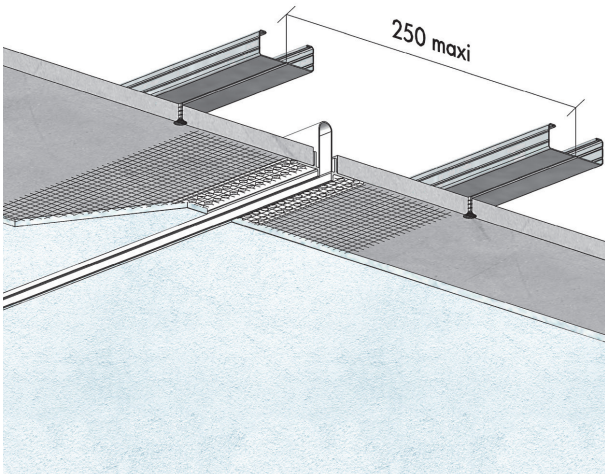

Fig. 4 : Traitement des joints
- Les plaques seront mises en œuvre perpendiculairement aux F47H, en laissant un jeu de 10 mm en périphérie et un jeu de 3 - 4 mm entre les plaques (fig. 4).